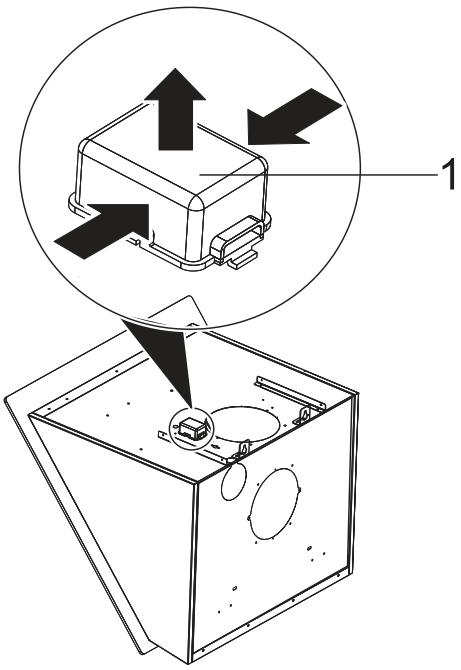

Abb. 16
2. Drücken Sie den Deckel (Abb. 16/1) an den langen Seiten zusammen, um die schwarze Box zu öffnen und nehmen Sie den Deckel ab.